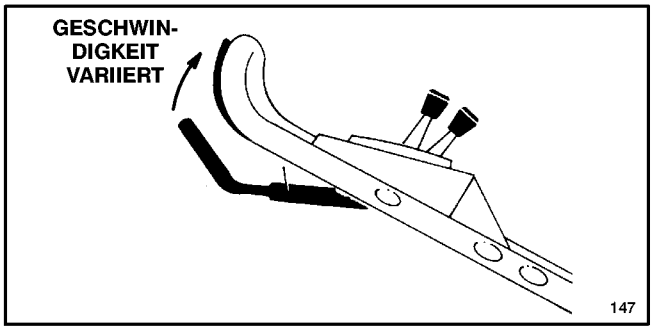

Abbildung 13
7. FAHRBETRIEB—Den Geschwindigkeitshebel auf die gewünschte Einstellung stellen und zum Fahren den Antriebshebel gegen den Gestängegriff drücken. **Die Grundgeschwindigkeit kann durch Erhöhen oder Verringern der Distanz zwischen Antriebshebel und Griff variiert werden (Abb. 13).** Bei Kurven, Manövern, oder wenn Ihnen der Mäher zu schnell ist, den Antriebshebel herunterlassen, um den Mäher zu verlangsamen. Wenn der Antriebshebel zu schnell heruntergelassen wird, stoppt der Selbstantrieb des Mähers. Den Antriebshebel dichter an den Griff drücken, um die Grundgeschwindigkeit zu erhöhen. Wenn der Antriebshebel dicht am Griff anliegt, arbeitet der Selbstantrieb bei maximaler Grundgeschwindigkeit. Der Antriebshebel braucht für den Selbstantrieb nicht fest gegen den Griff gedrückt zu werden. Den Geschwindigkeitsregler auf (N) stellen, wenn der Mäher zum Trimmen verwendet wird, und wenn er unbeaufsichtigt bleibt.